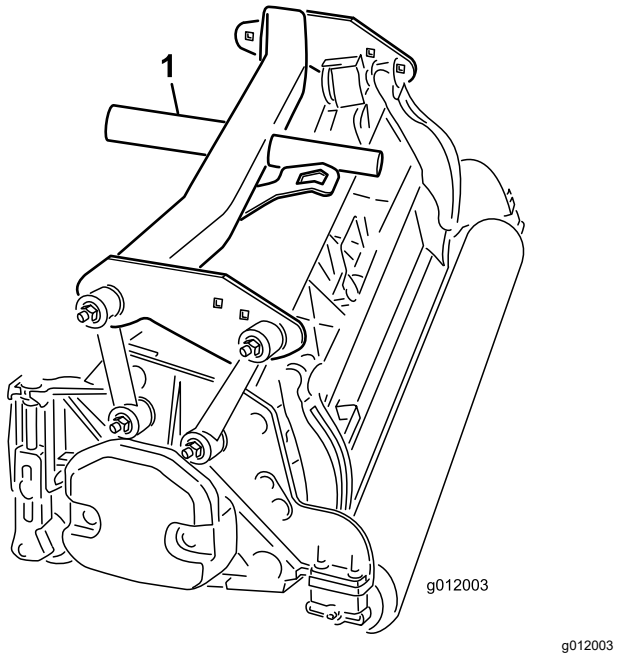

**Figur 18**
4. Sett bakre bæreramme (Figur 18) på bakre klippeenhet.